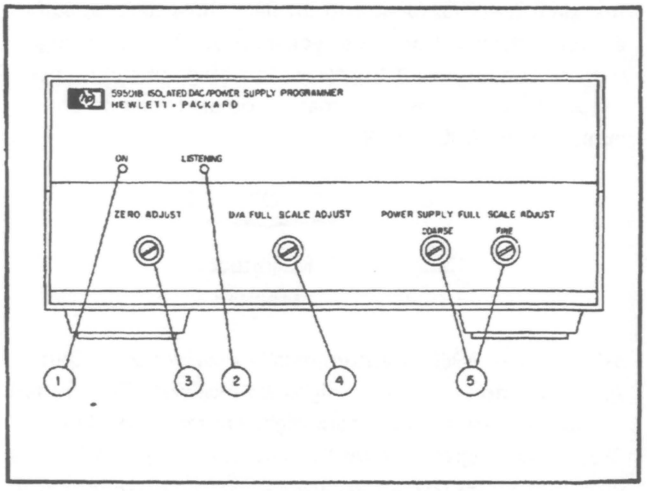

Figure 3-1. 59501B Front Panel
3-7 The 59501B front panel contains a power on indicator, a status indicator and four controls (screwdriver adjustments) as shown in Figure 3-1.
3-8 The power on (ON) indicator (1) (Figure 3-1) lights and the 59501B's internal supply voltages (+15V, ±15V, V_{dd}) are present when the line cord is plugged-in.